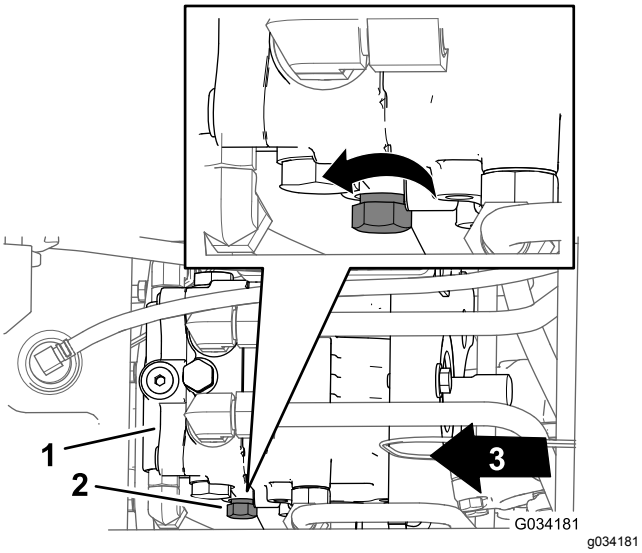

Figur 29
2. Find reguleringsgrebet til omløbsventilen på venstre side af hydraulikpumpen (Figur 29).
3. Drej reguleringsgrebet tre omgange mod uret (Figur 29).
3. Drej reguleringsgrebet (Figur 29) med uret, indtil du mærker modstand, der tyder på, at omløbsventilen er lukket.